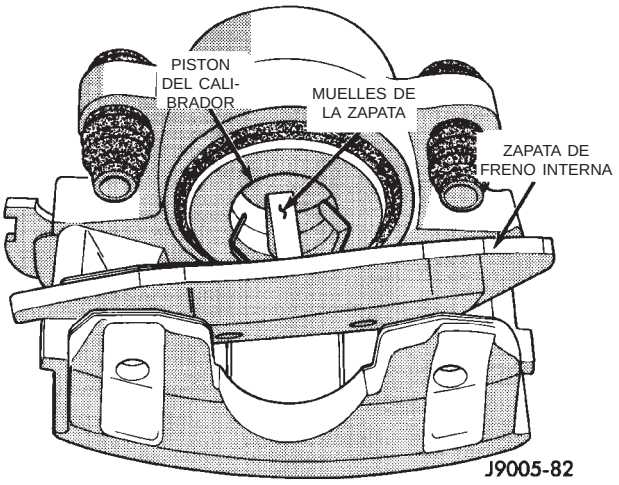

Fig. 32 Desmontaje de zapata de frenos interna
(5) Tome los extremos de la zapata interna e inclínela hacia afuera, para desenganchar los muelles del pistón del calibrador (Fig. 32) y retire la zapata del calibrador.